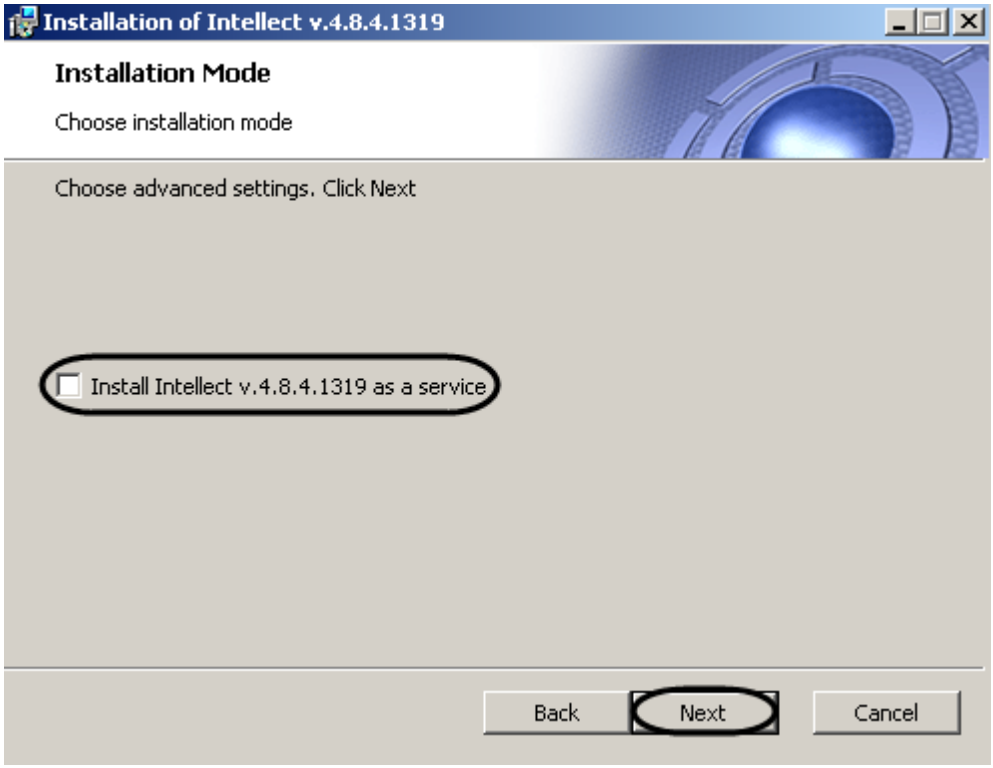

Figure 5.1-15 The “Install Intellect as a service” dialog box
The dialog box of installing Intellect as a service is displayed (Figure 5.1-15).
18. Click the “Next” button (Figure 5.1-15).